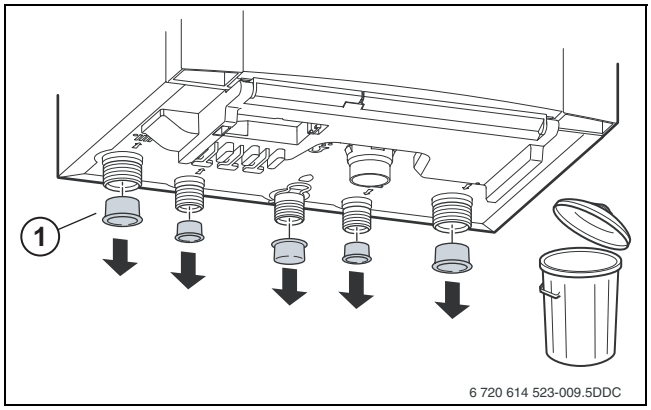

Afb. 9 Verwijderen beschermdoppen
- ▶ Verwijder de beschermdoppen aan de onderzijde van het cv-toestel (→ afb. 9, [1]).